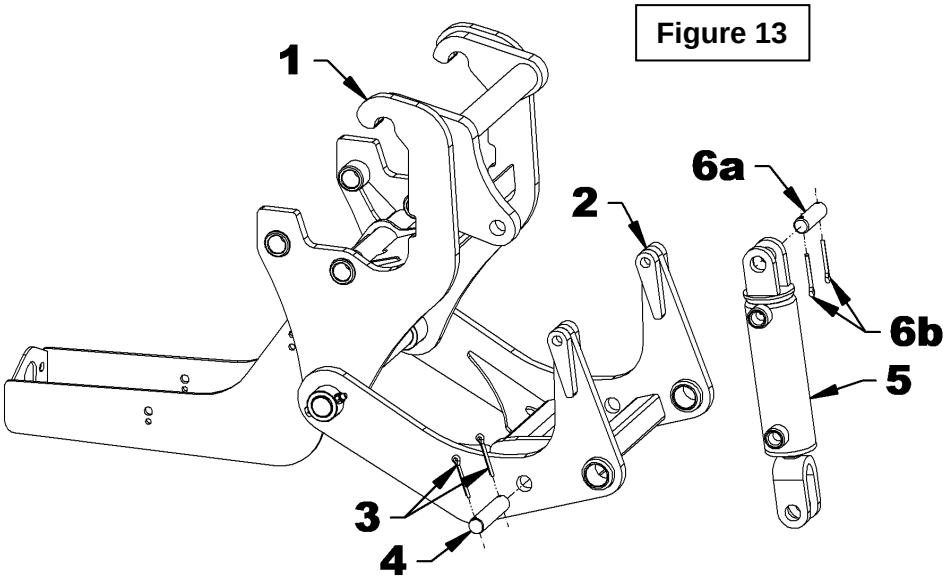

Figure 13
1. Regrouper tous les items 1 à 5 énumérés dans le tableau de la figure 13.
2. **Figure 13 :** Appliquer de la graisse sur la goupille ø3/4" x 2 1/2" lg (item 6a) et attacher la section fixe du cylindre hydraulique (item 5) au support du sous-châssis (item 1) avec la goupille (item 6a) et deux goupilles fendues ø3/16" x 1 1/2" lg (items 6b) fournies avec le cylindre.
IMPORTANT : Les prises pour l'alimentation hydraulique du cylindre doivent être placées tel qu'illustré sur la figure 13.
3. **Figure 13 :** Retirer et jeter la goupille ø3/4" x 2 1/2" lg et les deux goupilles fendues ø3/16" x 1 1/2" lg de la section tige du cylindre hydraulique (items 5). Appliquer de la graisse sur la goupille ø3/4" x 3 1/2" lg (item 4) et fixer le cylindre sur le support de de l'attache rapide mâle (item 2) avec la goupille ø3/4" x 3 1/2" lg (item 4) et deux goupilles fendues 3/16" x 1 1/2" lg (item 3).